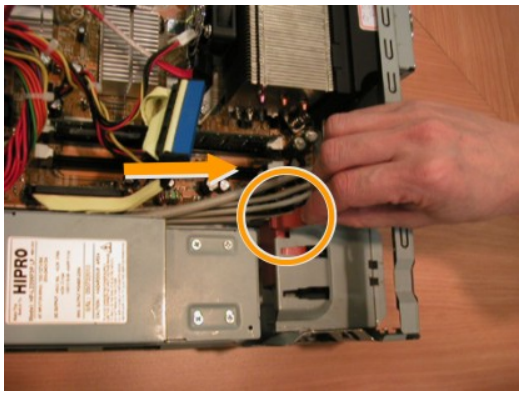

Figure 7.1
i. Pull up the switch to unlock the power supplier, as shown in Figure 7.1.